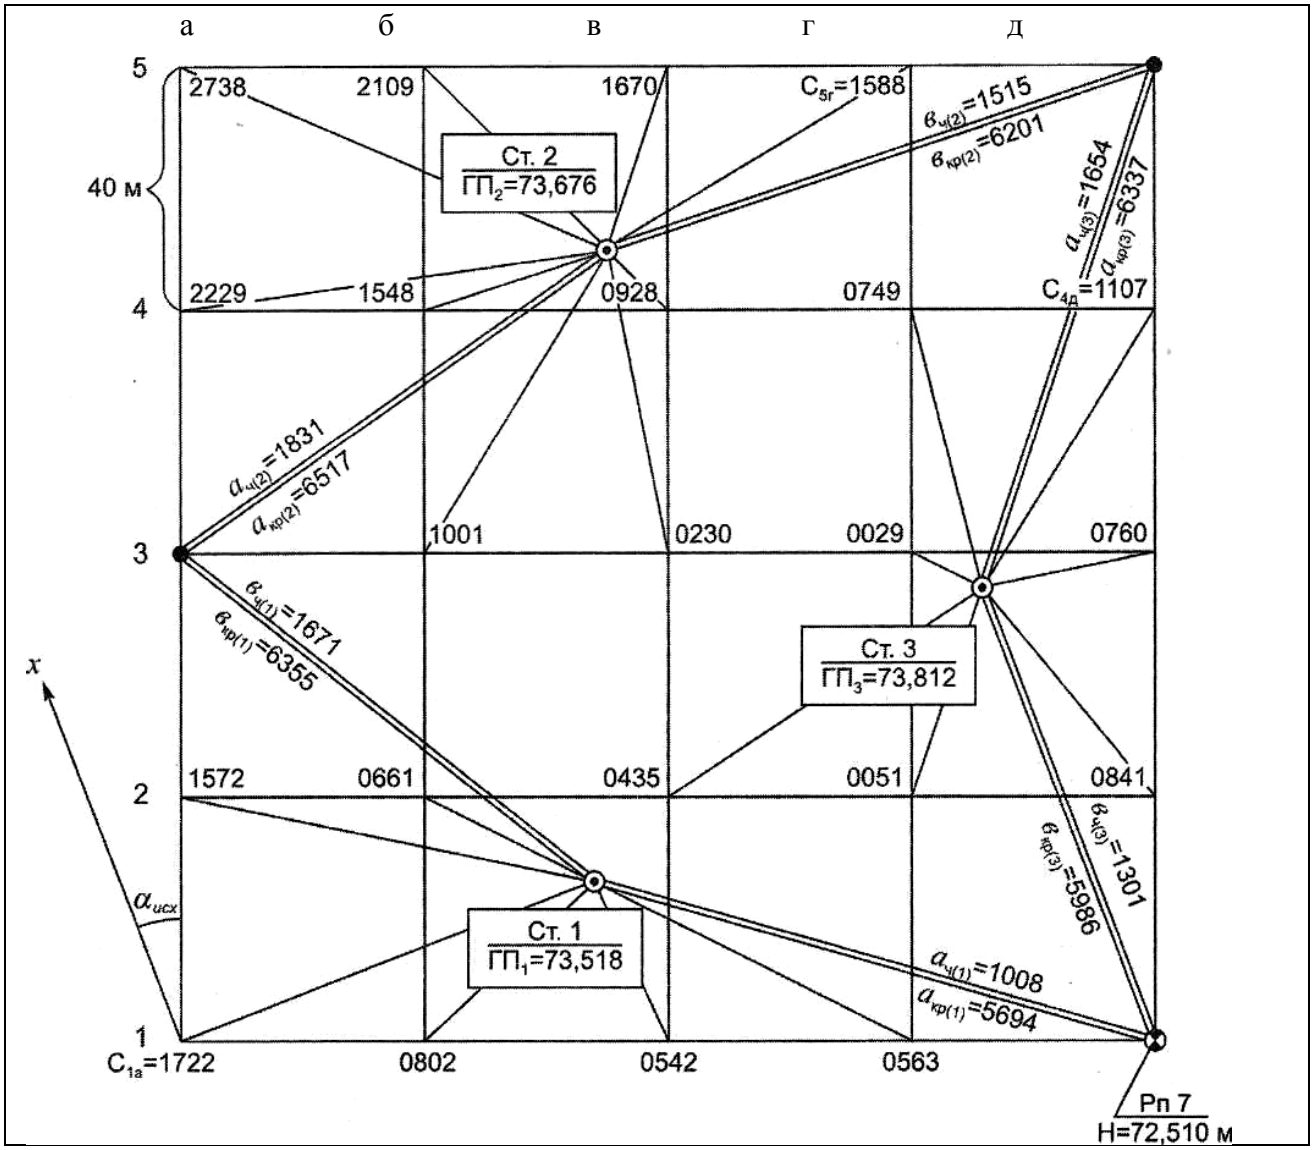

Рисунок 18. Журнал – схема нивелирования по квадратам
1. Составляют схему сетки квадратов, угловые точки которой нумеруют цифрами или по одному направлению буквами, а по перпендикулярному – цифрами (рис. 18).
Примерная схема нивелирования показана на рис.18. На ст.I задней точкой является Рп, промежуточными – А1, А2, Б1, Б2, В1, Г1, передней – А3. На ст.II задней является А3, промежуточными – А4, А5, Б3, Б4, Б5, В3, В4, В5, Г5, передней – Д5.
Вычисленные значения горизонтов прибора выписывают на схему для соответствующих станций (см. рис.18).